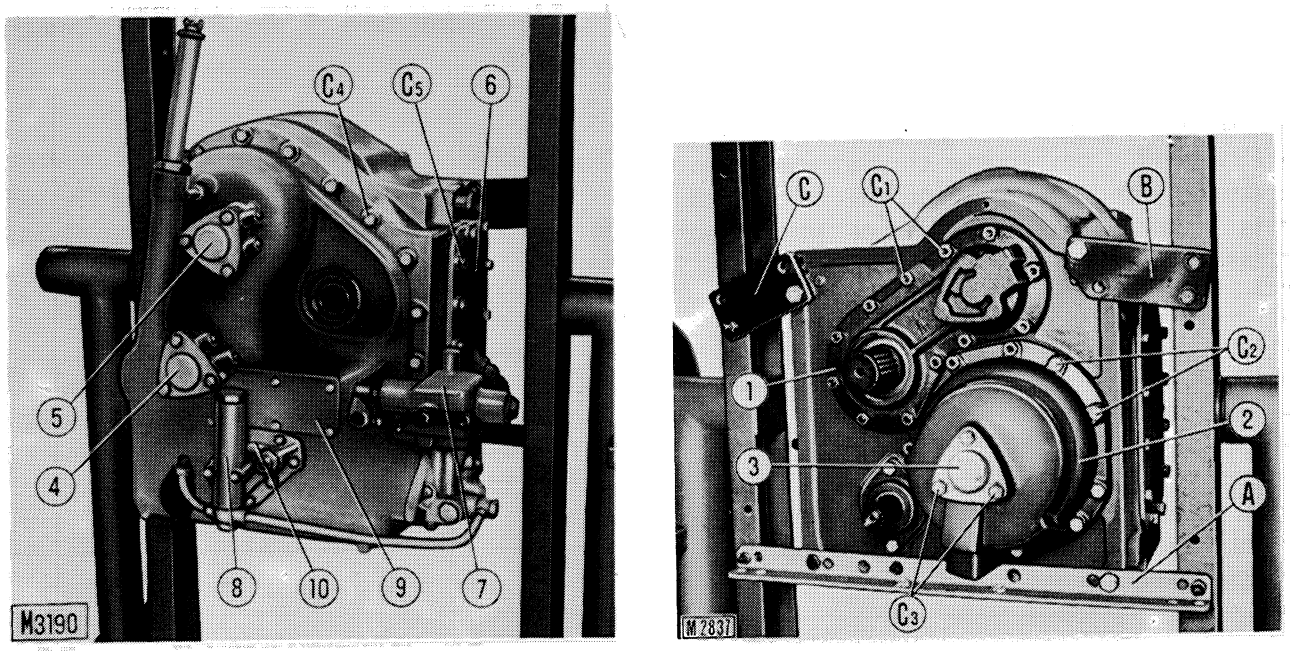

Fig. 4-2 - Front view of transmission on revolving stand 75290090
Secure transmission to revolving stand 75290090 using set of brackets shown in fig. 4-2 and proceed as follows:
- Take off catcher cover 10, fig. 4-2 and inspection cover 9.
- Remove covers 3, 4 and 5 fig. 4-2 and take out high, forward and low clutch spools.
Pull off front cover horizontally using lift hook 75291526, A, fig. 4-19 and a pair of guide pins 75291525, B, remove side covers, low clutch cover 2, fig. 4-2 and rear cover 1.
Secure transmission housing to revolving stand 75290090 using brackets indicated in fig. 4-2 and follow the sequence given below.